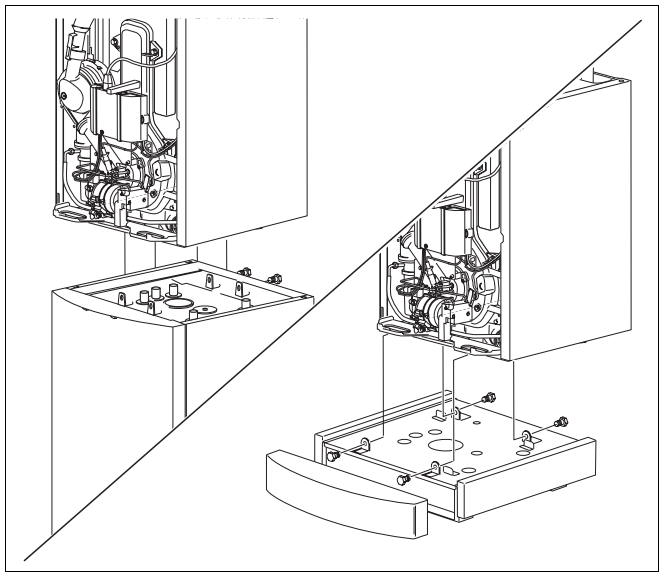

Rys. 20 Unoszenie kotła na zasobnikowy podgrzewacz c.w.u. lub podstawę oraz montaż
- Umieścić kocioł grzewczy na podstawie lub zasobnikowym podgrzewaczu (rys. 20).
- Skręcić profile poprzeczne z uchwytami blachy ustawczej (rys. 20).